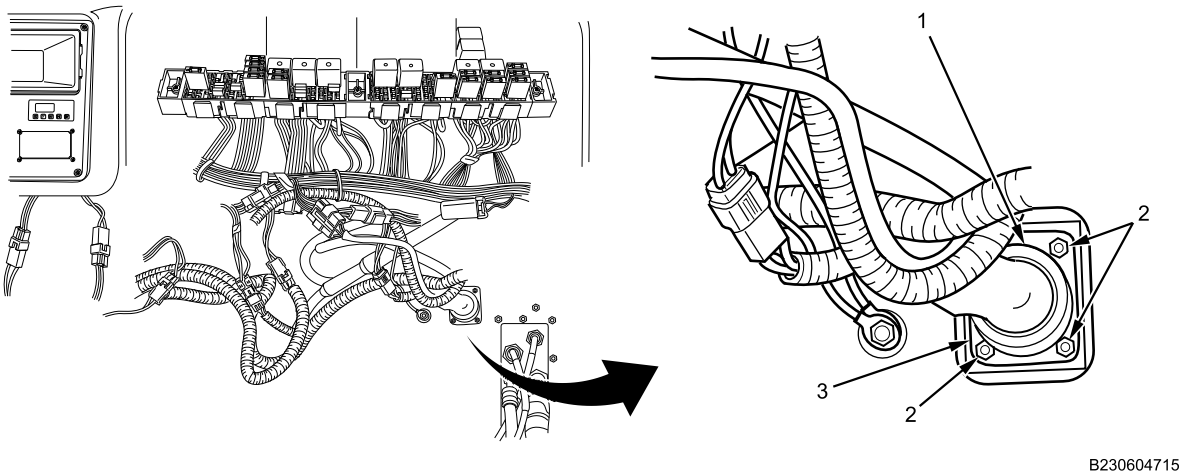

Figure 7. Interior Side of Pass-Through Plate.
4. With assistance install four nuts (Figure 7, Item 2), (one hidden), mounting PDM feed wiring harness connector (Figure 7, Item 1) to interior pass-through plate (Figure 7, Item 3). Tighten nuts securely.